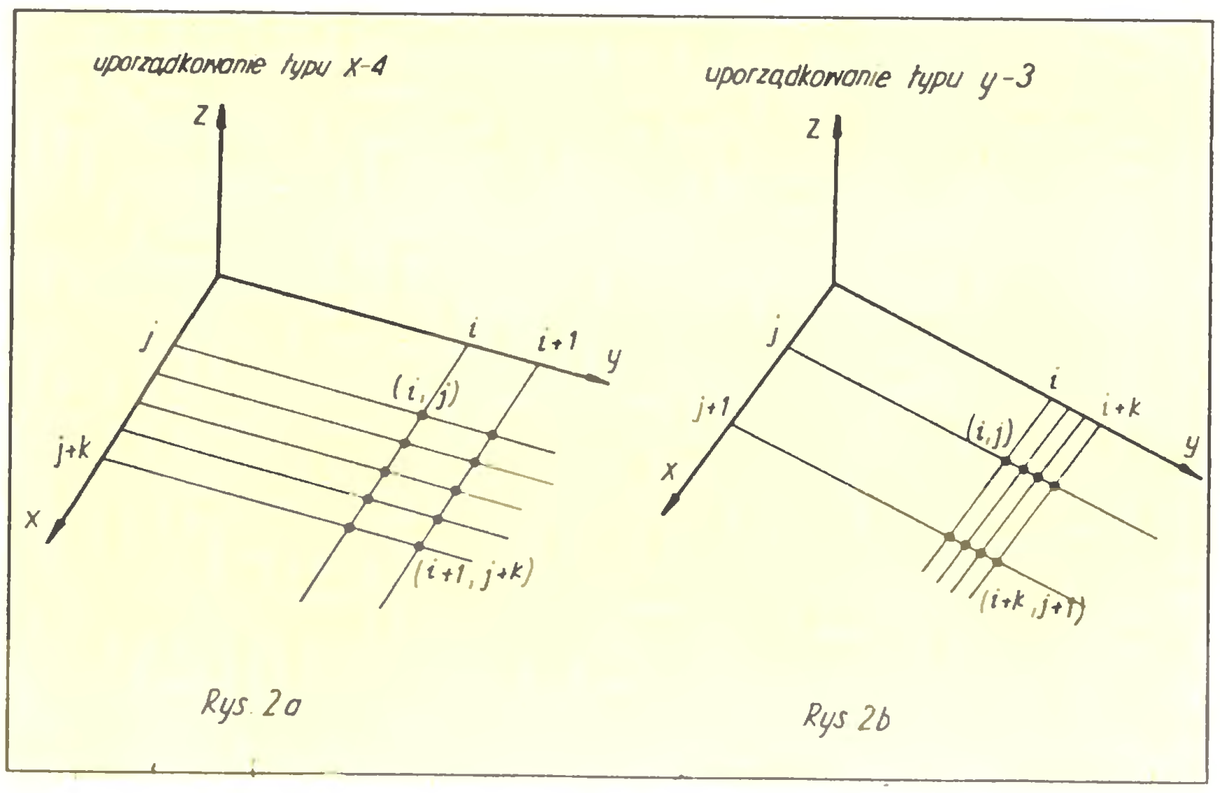

Rys. 2a Rys. 2b
– uporządkowanie typu *x-k:* $X[i,j] = X[i+1,j+k]$, (rys.2a);
Krok 1. Dla wskaźników *i,j* zmieniających się w sposób malejący, dokonuje się modyfikacji współrzędnych *Y* ekranu rzutów wartości funkcji w tych węzłach (*i,j*), dla których są one zasłonięte przez inne elementy tworzonego obrazu. Modyfikacja taka polega na zastąpieniu bieżącej wartości współrzędnej *Y* maksymalną z wartości zasłaniających – co oczywiście nie zakłóca postrzegania widzialnych elementów obrazu. Przykładowo, dla uporządkowania typu *x-k* modyfikacja powyższa (rys. 2a) wymaga tylko k-krotnego porównania *Y[i,j]* z wartościami tej współrzędnej punktów leżących na prostej łączącej rzuty wartości funkcji w węzłach (*i,j+1*)